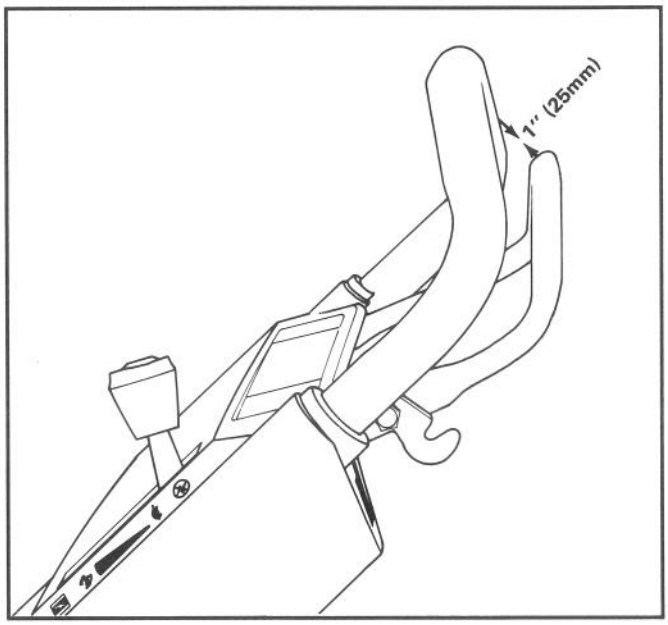

Abbildung 21
3. Um die Einstellung zu überprüfen, den Antriebshebel langsam gegen den Griff drücken. Der Antrieb ist dann richtig eingestellt, wenn Sie am Antriebshebel etwa 25 mm vom oberen Griff entfernt Widerstand spüren (Abb. 21).